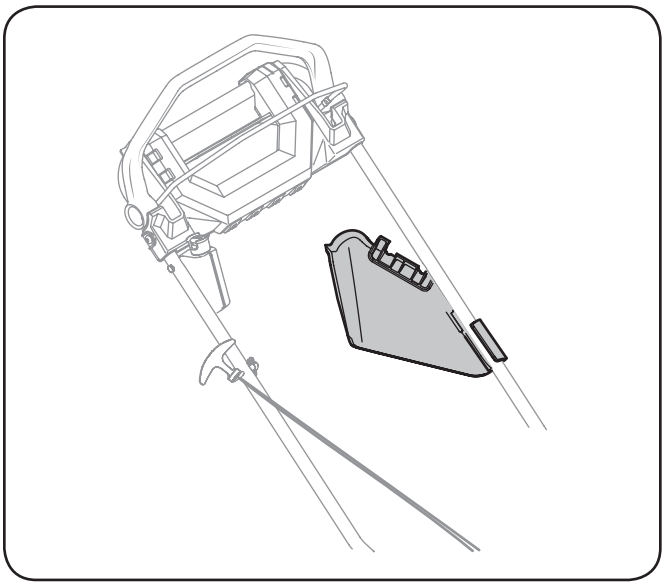

Figura 7-6
- Asegure tolva de descarga lateral para manejar como se muestra en Figura 7-6.